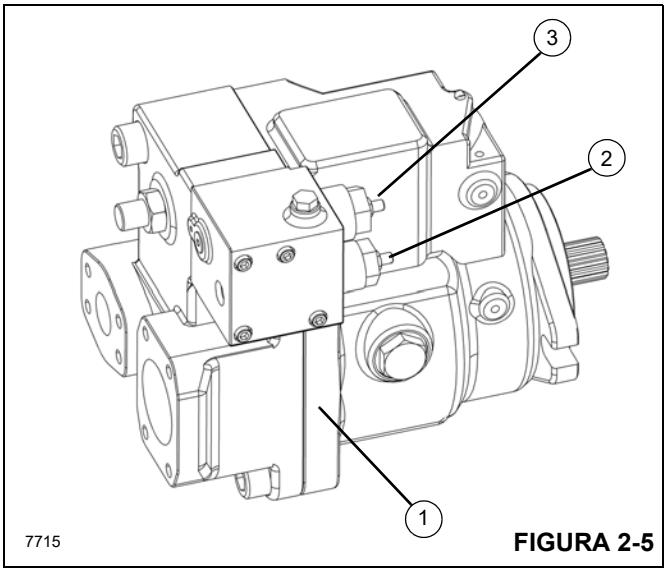

FIGURA 2-5
La bomba hidráulica de émbolos axiales 1, (Figura 2-5) convierte el par de entrada en potencia hidráulica. La fuerza de giro se transmite a través de un eje de entrada a un bloque de cilindros. El bloque de cilindros giratorio contiene nueve émbolos de movimiento recíproco. Cada émbolo tiene una zapata de latón conectada a un extremo por una rótula. El movimiento recíproco de los émbolos se produce a medida que las zapatas se deslizan contra la placa oscilante durante el giro. Una mitad del bloque de cilindros está conectada a la entrada de la bomba y la otra mitad a la salida de la bomba. A medida que cada émbolo se mueve hacia dentro y fuera de su cavidad, el fluido es aspirado desde la entrada y desplazado a la salida para suministrar potencia al circuito del sistema. Se deja que una pequeña cantidad de fluido “fugue” desde el bloque de cilindros/placa de válvula e interfaces de la zapata/placa oscilante para lubricación y enfriamiento. Se proporcionan lumbreras de vaciado de la caja para devolver el fluido al depósito.
El control de espera de detección de carga (LS) (2) (Figura 2-5) iguala el caudal de la bomba con la demanda del sistema. El control de LS detecta la demanda de caudal del sistema como una caída de presión a través de una válvula de control externa (ECV). A medida que la ECV se abre y cierra, cambia la presión delta a través de la válvula. La apertura de la ECV disminuye la presión delta y el cierre de
- Un valor máximo ajustable mediante la sección del compensador de presión (PC) [3] (Figura 2-5) del control de la bomba.